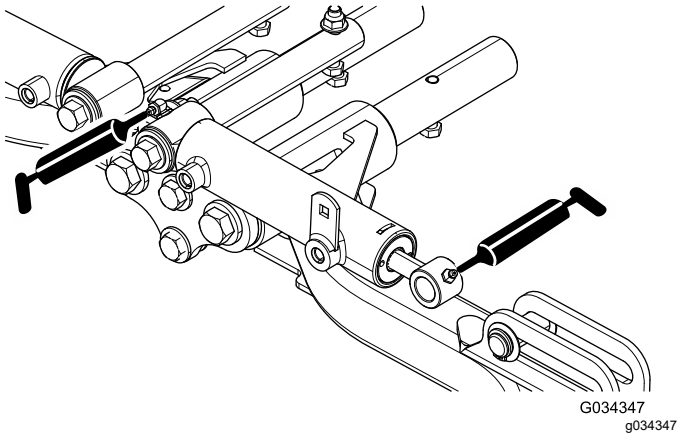

Figuur 49
- Draaipunten en hefcilinders voorste hefarm (3 elk); zie Figuur 49.